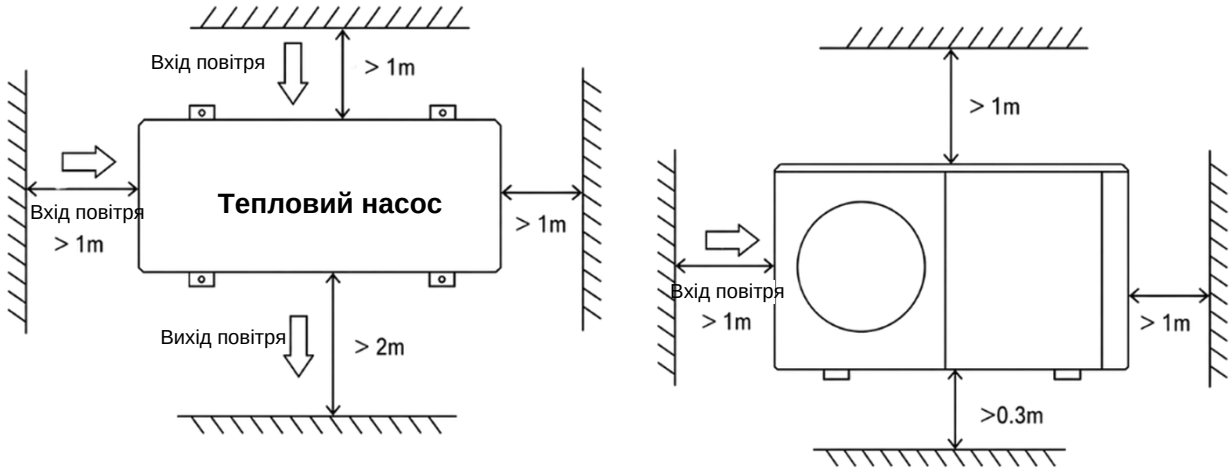

Рисунок 1
4. Для простішого та ефективнішого обслуговування й усунення несправностей у межах 1 м від агрегату не повинно бути перешкод. Для достатньої вентиляції над агрегатом на висоті щонайменше 2 м не повинно бути перешкод. Див. рисунок 1.